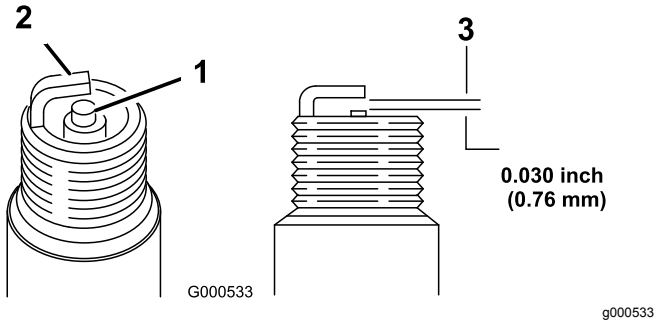

Figuur 21
5. Stel de opening van de nieuwe plug in op 0,76 mm zoals getoond in Figuur 21.